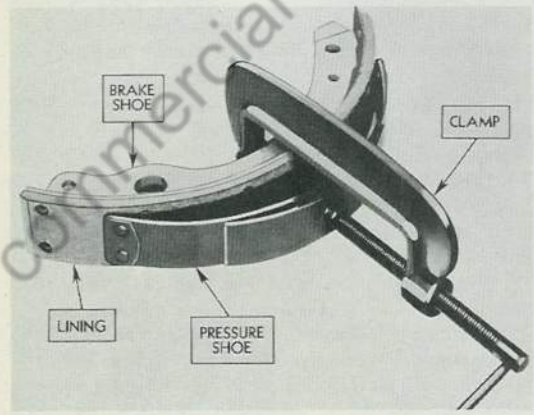

Fig. 21 Installing Brake Lining Clamp
3. Install new lining in place on shoe. Brake shoe lining clamp should be used to assure lining fitting contour of shoe. See Fig. 21.